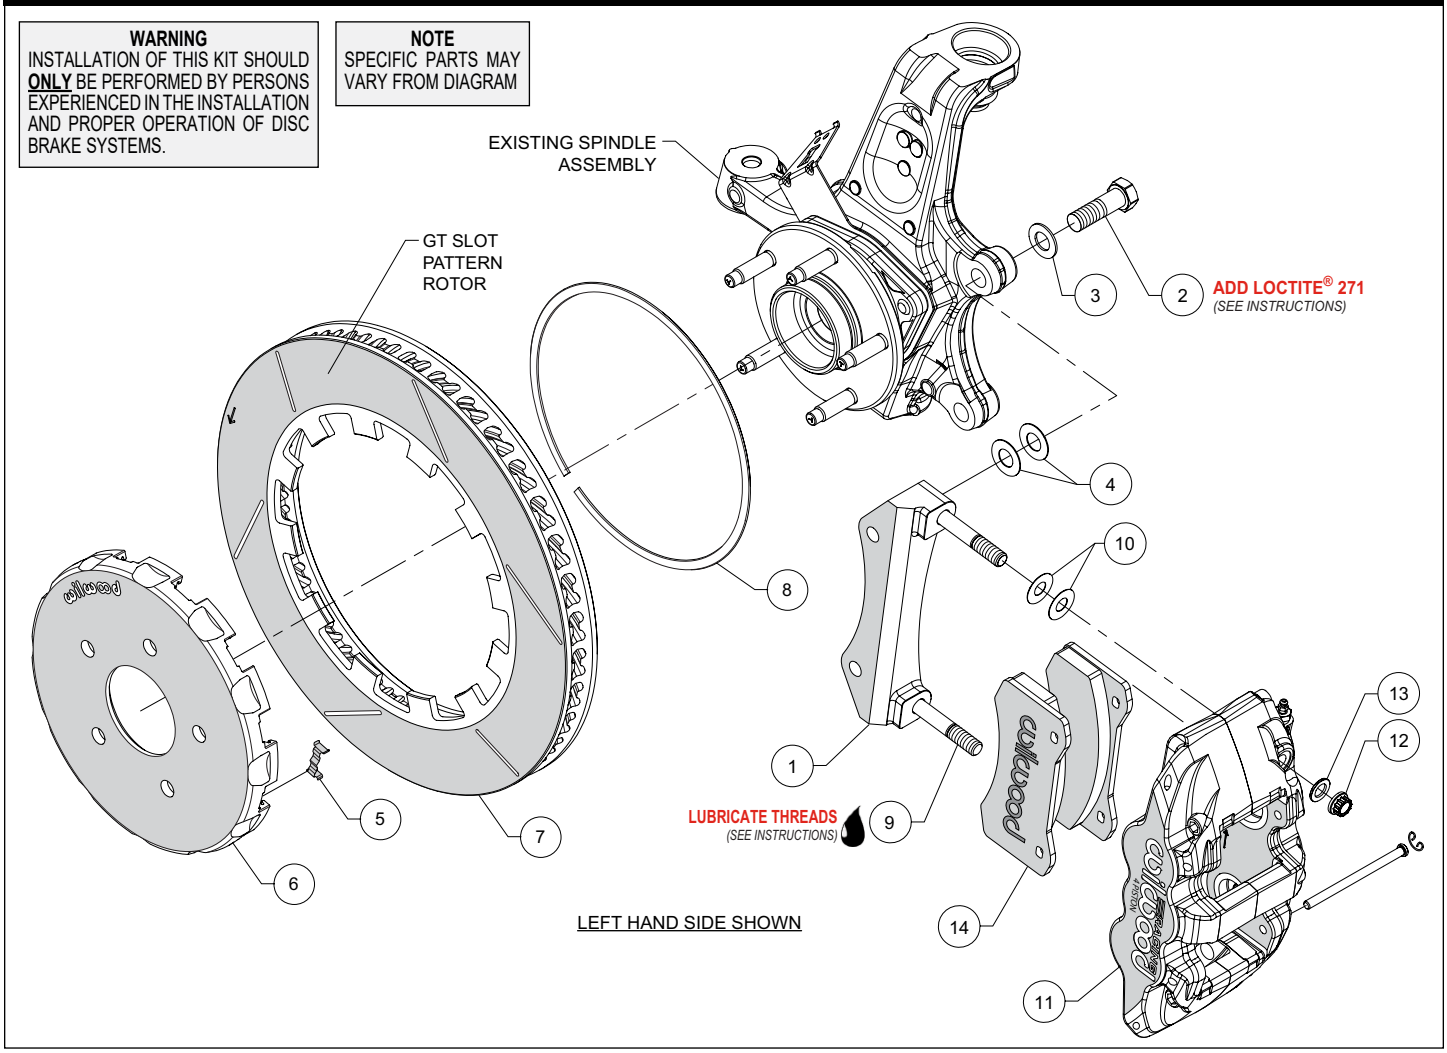

Figure 1. Typical Installation Configuration
NOTE: Numbers in parenthesis refer to the parts list and Figure 1 on the preceding pages.
•The caliper mount bracket (1) should initially be installed with clean, dry threads on the mounting bolts. Orient the bracket, as shown in Figure 1 and Photo 1, and install using bolts (2) and washers (3). Initially place two .029" thick shims (4) on each bolt between the bracket and upright, Figure 1. Temporarily tighten the mounting bolts. ***NOTE:*** *The bracket must fit squarely against the mount bosses on the upright.* Inspect for interference from casting irregularities, machining ridges, burrs, etc. Later, after the caliper alignment has been checked, the mount bolts will be secured using red *Loctite*® 271.
•Insert the dynamic mount wear clips (5) into the slots in the hat (6), Photo 2. Orient the rotor (7) as shown in Figure 1 and Photo 3, with the flush side of mount lugs facing the hat. Secure the rotor to the hat using the snap ring (8) by simultaneously pushing down on the rotor and installing the ring into the groove in the hat, as shown in Photo 4. Carefully inspect snap ring to ensure complete engagement in the groove.
•***NOTE:*** *This kit contains distinct right and left hand calipers that must be mounted in a specific direction, as described below.* Lubricate the caliper mounting studs (9) with lightweight oil. Initially place two .016" thick shims (10) on each stud between the caliper and the bracket, as shown in Figure 1 and Photo 5. Mount the caliper (11) onto the bracket (1) using lock nuts (12) and washers (13), Figure 1. Temporarily tighten the lock nuts. Ensure that the caliper is mounted so the largest pistons are at the rotor exit end of the caliper, in relation to the forward rotation of the rotor. View the rotor through the top opening of the caliper. The rotor should be centered in the caliper, Photo 6. If not, adjust by adding or subtracting shims (4) between the bracket and the upright. Always use the same amount of shims on each of the two mounting bolts. Once the caliper alignment is correct, remove the bracket mounting bolts one at a time, apply red *Loctite*® 271 to the threads, and torque to 77 ft-lbs.
•Unmount the caliper from the mounting bracket by removing lock nuts (12) and washers (13). Remove the two pad retaining pins from the caliper (11) by carefully popping out the pin retaining clips and sliding out the pins. Insert the brake pads (14) into the caliper from the bottom, Figure 1 and Photo 7. With the friction material facing the rotor, secure the brake pads in place with the pad retaining pins and clips, Photo 8. Reinstall the caliper onto the caliper mounting bracket and temporarily tighten the lock nuts. Check that the top of the brake pad is flush with the outside diameter of the rotor, Photo 9. If not, adjust by adding or subtracting shims (10) between the caliper and the bracket. After the caliper pad height is set, torque the caliper lock nuts (12) to 47 ft-lb.